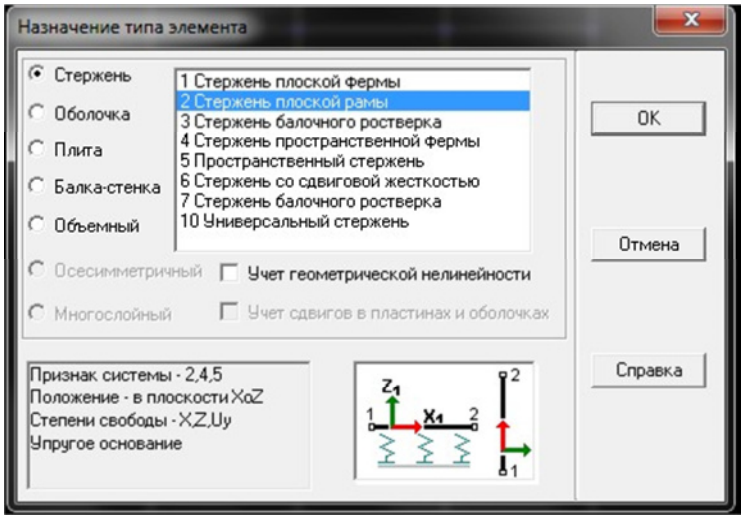

Рисунок 1.13 - Диалоговое окно SCAD для выбора типа конечных элементов
10. Тип конечных элементов (КЭ) играет не маловажную роль в точности определения напряженно-деформированного состояния конструкции от действия внешних нагрузок. Тип КЭ, наиболее точно подходящий для расчетной схемы можно выбрать в диалоговом окне **Назначение типа элемента** (рис.1.13), вызываемое нажатием кнопки на инструментальной панели при активизированной вкладке **Назначение**.